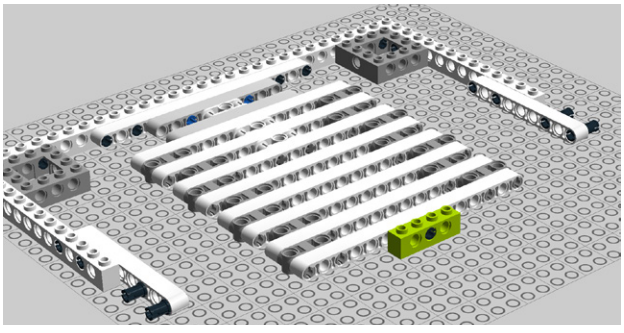

Figure 8-24. *Step 19: Connecting a 4M Technic brick*
19. Add a 4M Technic brick (Figure 8-24).